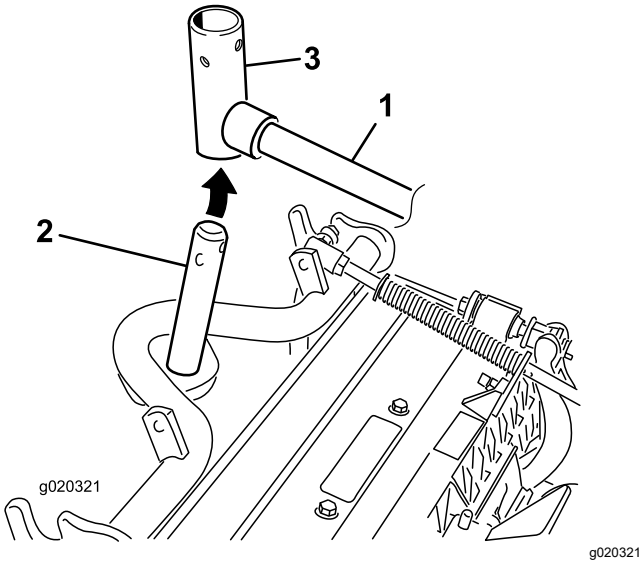

Figur 10
3. For de fremre klippeenhetene skyv en klippeenhet under løftearmen mens du fører bærerammen inn i løftearmens dreiegaffel (Figur 10).
2. Før inn løftearmens dreiegaffel i bærerammeakselen (Figur 10).